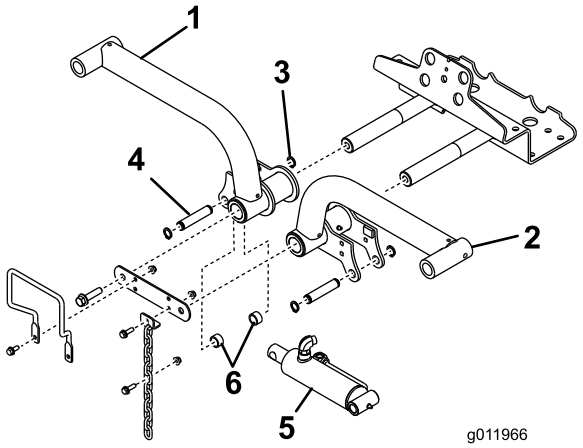

Figur 15
4. Sett løftearmene på løftearmsvingakslene (Figur 15), og fest hver enkelt med et svingakselledd for løftearm og boltene som du fjernet tidligere.
6. Fest høyre ende av løftesylinderen til høyre løftearm med en pinne og to avstandsstykker ((Figur 15),). Fest den med en låsering.